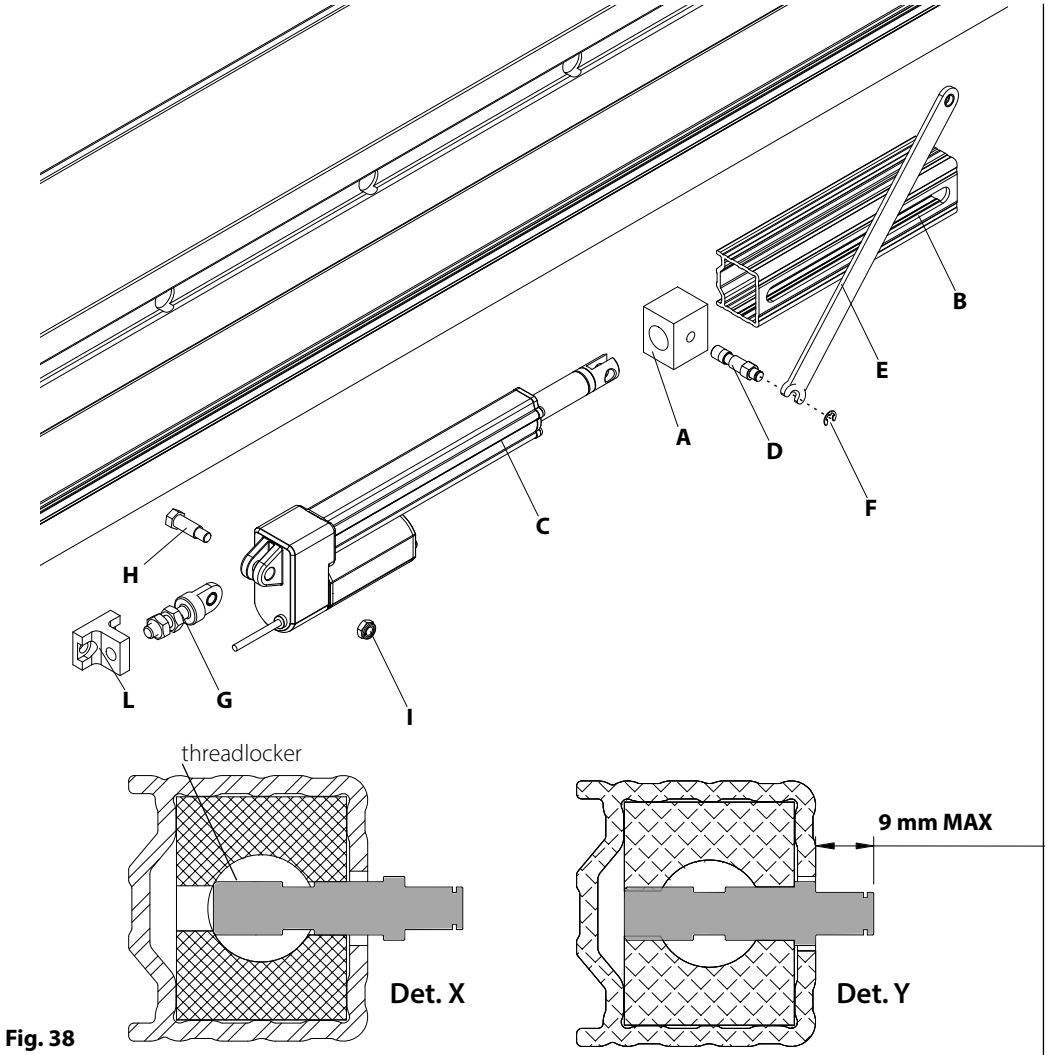

Fig. 38
- Follow the operations shown in fig. 38.